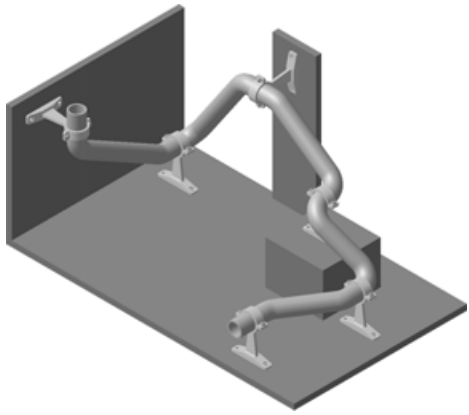

Рис. 8.82
- Нажмите кнопку **Перестроить** на панели **Вид**. После перестроения труба изменит свою форму (рис. 8.82). Сохраните сборку на диске и закройте окно.